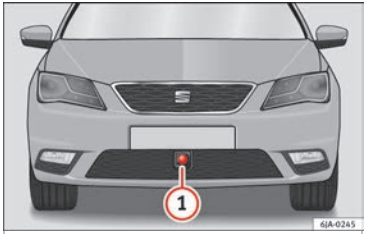

Fig. 190 On the front bumper: radar sensor.
A radar sensor is installed on the front bumper to determine the traffic situation ››› **Fig. 190** (1).